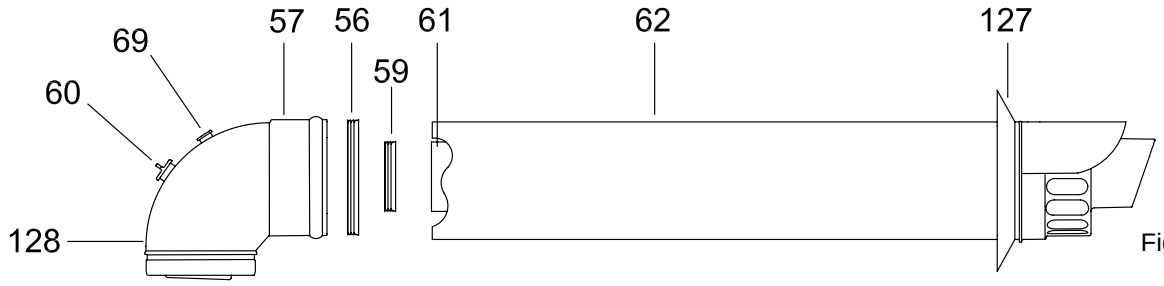

Fig 10
HORIZONTAL FLUE KIT BOX CONTAINING *(Fig 10):*
Note : add 30 mm to overall flue length to allow for terminal wall cover.(Fig.10 item 127).
Note : add 30 mm to overall flue length to allow for terminal rubber wall seal.(Fig.10 item 127).
5.6.7 Working above the boiler pull the flue duct towards the elbow in order to engage the tube into its header (Fig.10). Position flue into straight header and push so as to locate inner and outer flue correctly. Ensuring good seal is made with “O” rings.
5.6.8 **IMPORTANT:** Terminal rubber wall seal must be fitted (Fig.10 item 127).